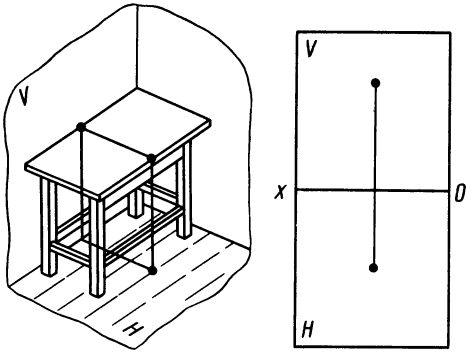

Рис. 188
73. На краю стола лежит резинка. Это положение резинки изображено на эпюре (рис. 188). Резинка упала на пол. Изобразите на этом же эпюре резинку в момент, когда она коснулась пола.